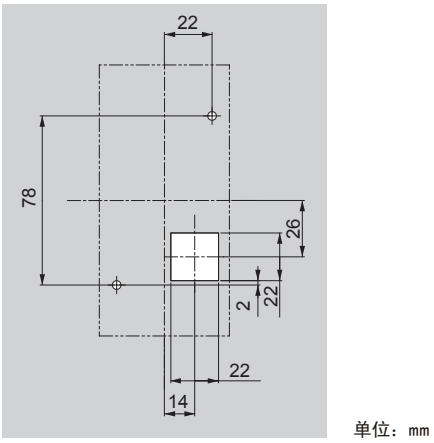

图 2.13 控制柜加工尺寸 （安装在控制柜外侧时）
1. 对控制柜的操作器安装面进行加工。控制柜加工尺寸请参照图 2.13。